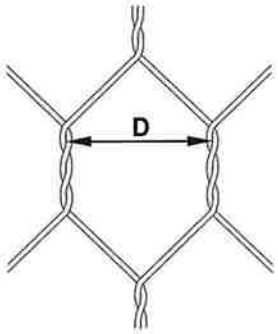

Fig. 2
- *Proper installation of rings:* A properly formed Spenax fastener shall have a nominal overlap of 25mm after closure (Fig. 2).